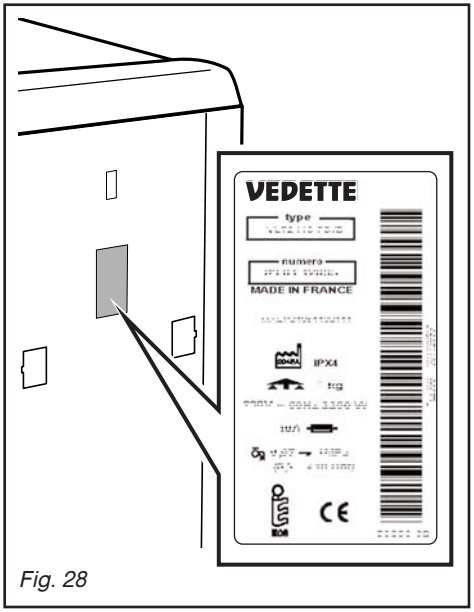

Fig. 28
– Les éventuelles interventions sur votre appareil doivent être effectuées par un professionnel qualifié dépositaire de la marque. Lors de votre appel, mentionnez la référence complète de votre appareil (modèle, type, numéro de série). Ces renseignements figurent sur la plaque signalétique située au dos de votre appareil (voir Fig. 28).